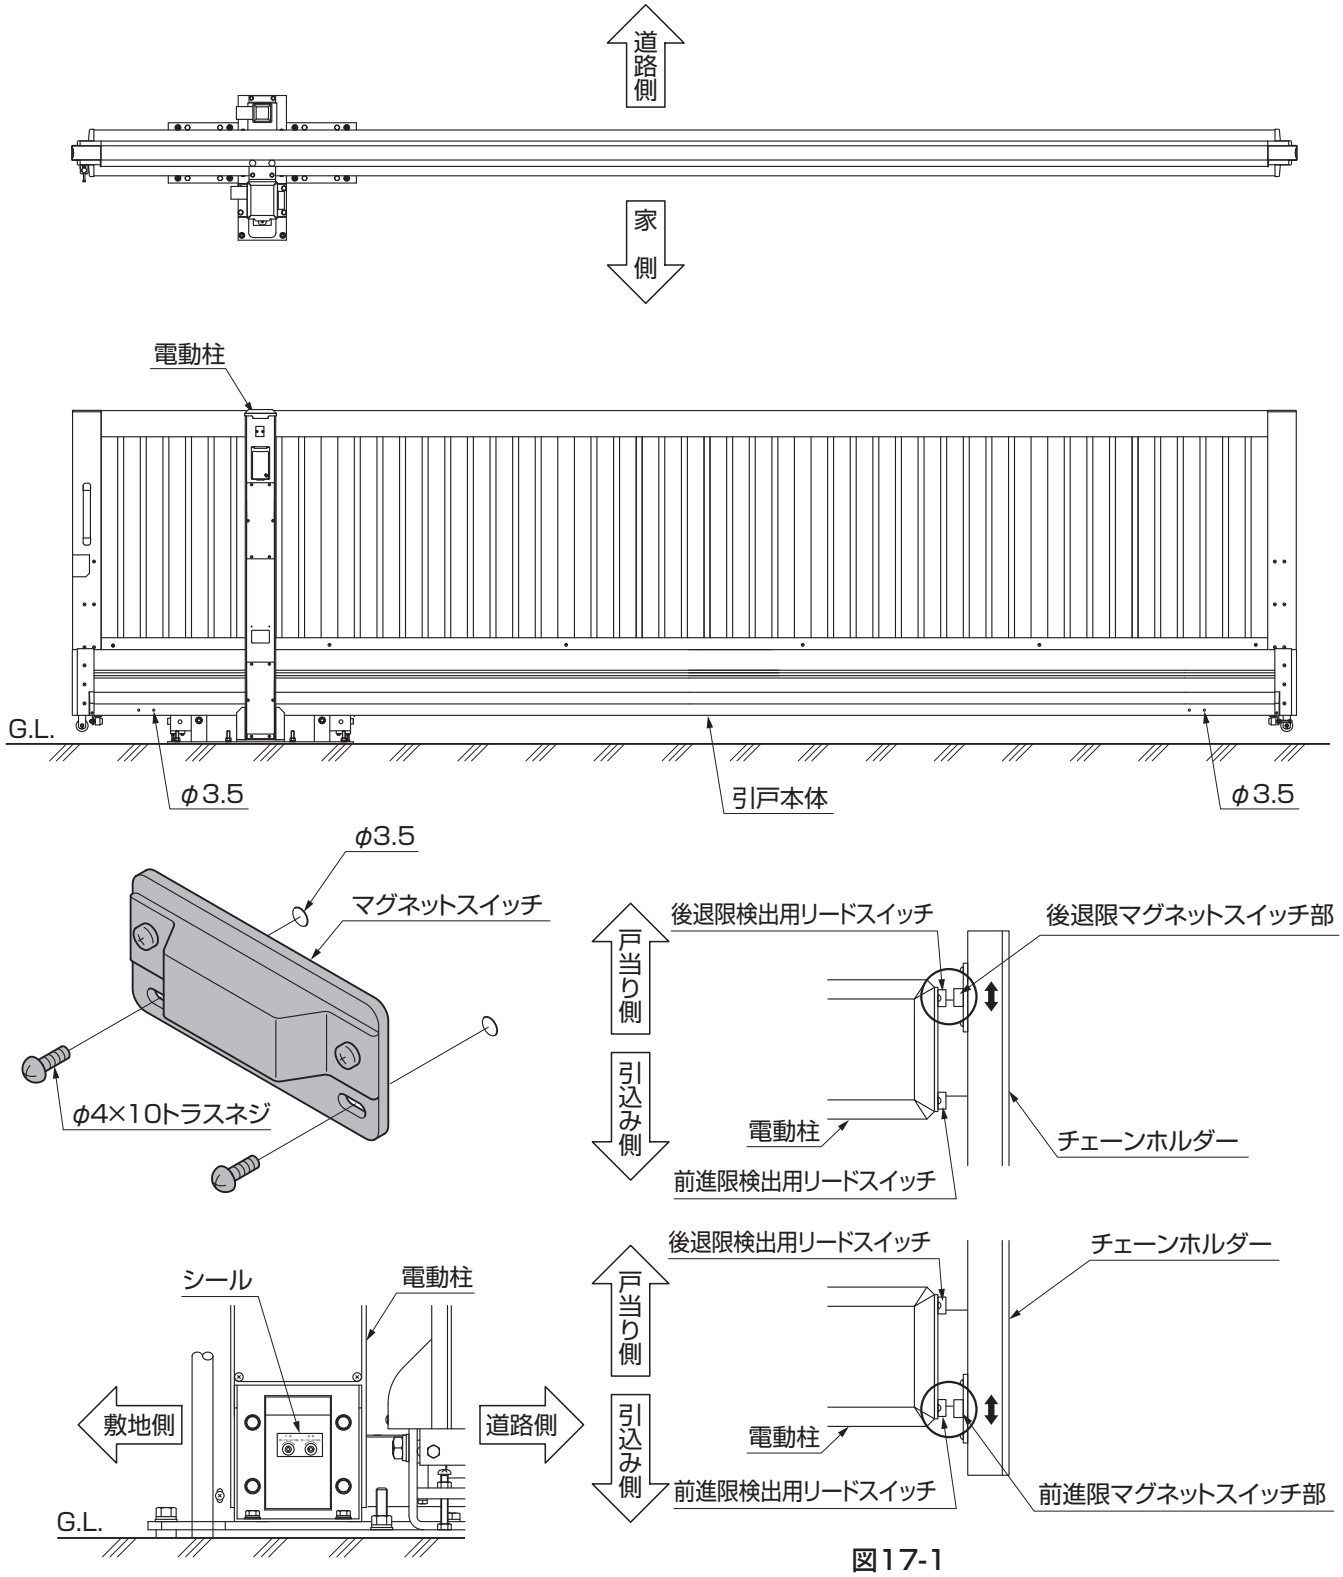

図17-1
①引戸の全閉、全開時に、リードスイッチと向かい合う位置にマグネットスイッチを取付けてください。
②マグネットスイッチ裏面には仮止めの両面テープを貼っています。目測で図17-1の位置になるよう取付けてから実際に動かして位置を決めてください。
③その際リードスイッチとマグネットスイッチの中心が合うように取付けてください。
④位置が決まりましたらドリル下孔（φ3.5）をあけ、ネジで固定してください。